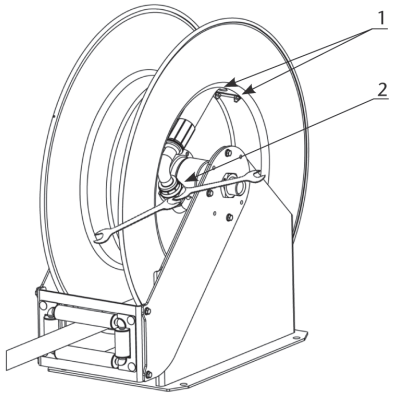

Рис. 4
2. Снять U-образный болт, ослабив гайки (1), отсоединить шланг от шарнира (2) с помощью двух ключей (рис. 4).
1. Отсоединить шланги от входного вала (1) и шарнирного соединения (2) (рис. 7). На шарнирном соединении использовать два гаечных ключа (рис. 4), чтобы не повредить вал.
2. Ослабить и снять гайки установочных винтов (3).